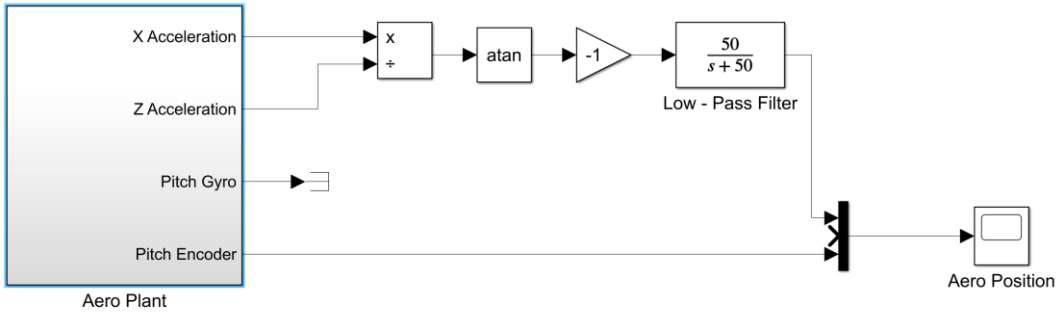

Figure 3: Calculating angle from acceleration
1. Modify the QUARC model to add a Divide, Trigonometric Function as shown in Figure 3 to calculate the Aero body pitch from the accelerometer readings using equations from the concept reviews highlighted in the Measurement and Filtering Application Guide, and compare the calculated angle to the encoder measurement. Note that since the Y-axis orientation opposes that of the pitch encoder, the gyroscope readings must be given a gain of -1 as well.